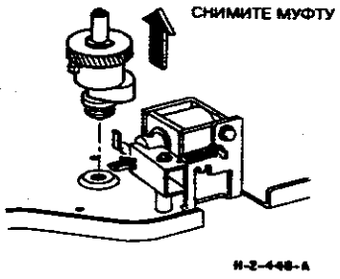

**Рисунок 2. Снятие муфты позиционирования лотка (CL10-040)**
3. (Рисунок 2) Снимите муфту позиционирования лотка.